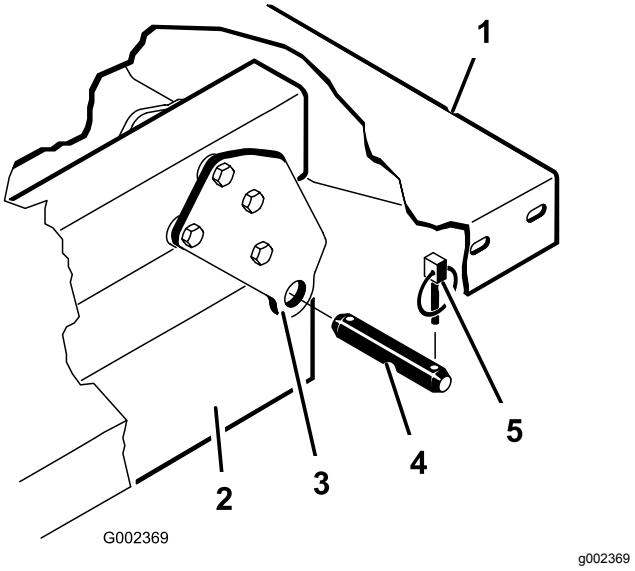

Figuur 4
6. Verwijder de lynchpennen en de gaffelpennen waarmee de draaibeugels zijn bevestigd aan de framebalken (Figuur 4).